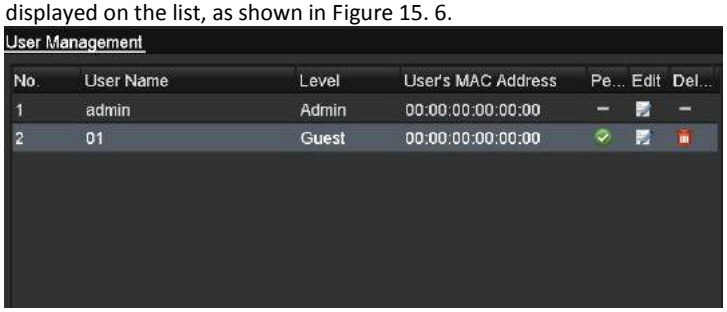

Figure 15. 6 Added User Listed in User Management Interface
4. Click the **OK** button to save the settings and go back to the **User Management** interface. The added new user will be displayed on the list, as shown in Figure 15. 6.